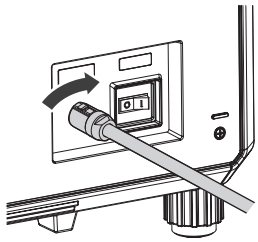

Abb. 2
2) Drehen Sie den Netzkabelstecker im Uhrzeigersinn bis zum Ende, während Sie ihn in den Projektor stecken. (Abb. 2)